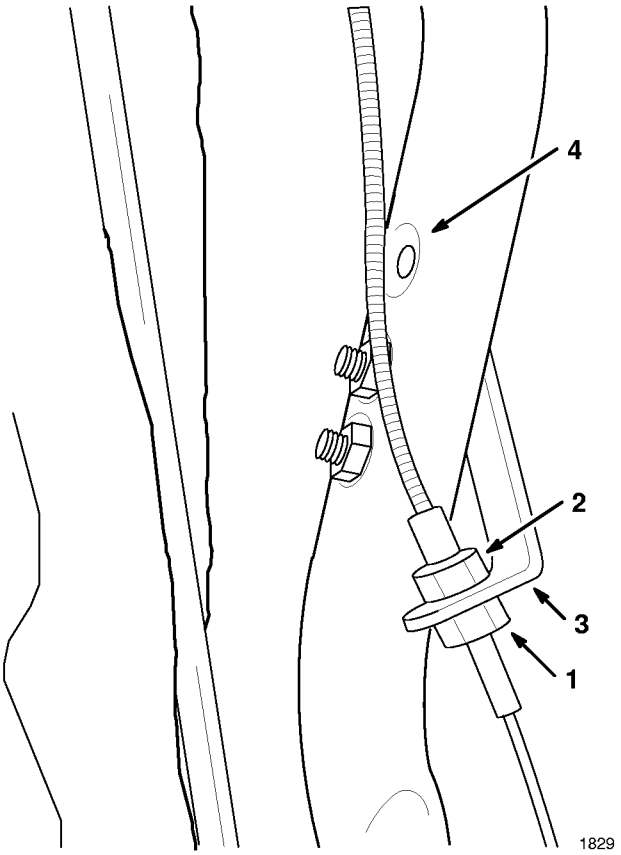

Abbildung 30
2. Die untere Mutter auf der Unterseite des Winkels lösen (Abb. 30).